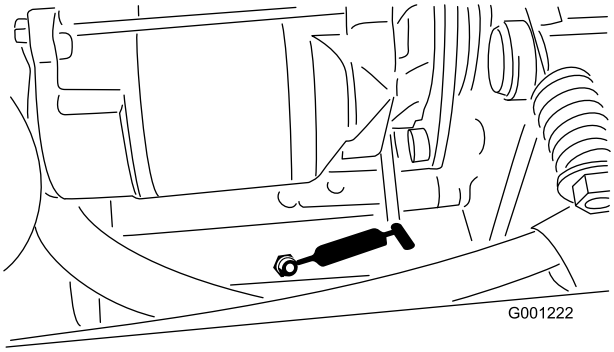

Figur 42
- Kraftuttagets spänntapp (Figur 42)
- Bakre kraftuttagslagret (Figur 42)